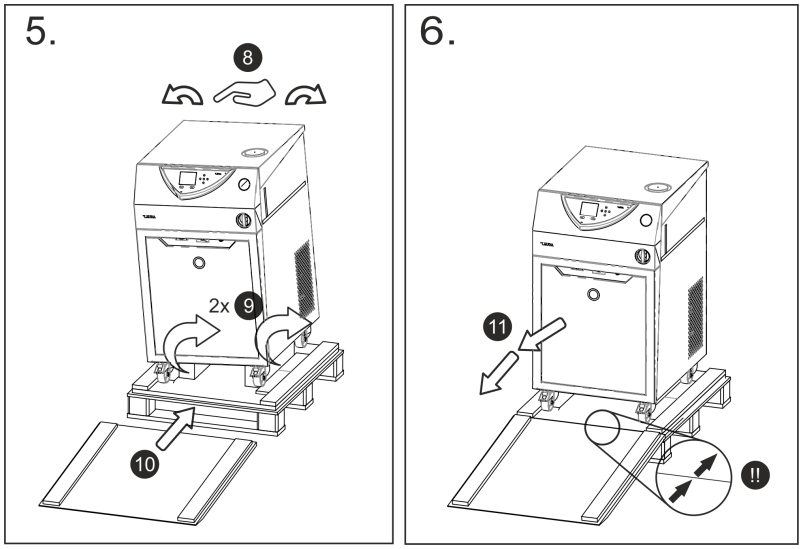

Abb. 4: Grafik Auspackanleitung für VC 5000
5. Entfernen Sie den Schaumstoff ⑥ auf dem Gerät und an den Ecken ⑦.
6. **Bild 4:** Das Gerät ist ausgepackt.